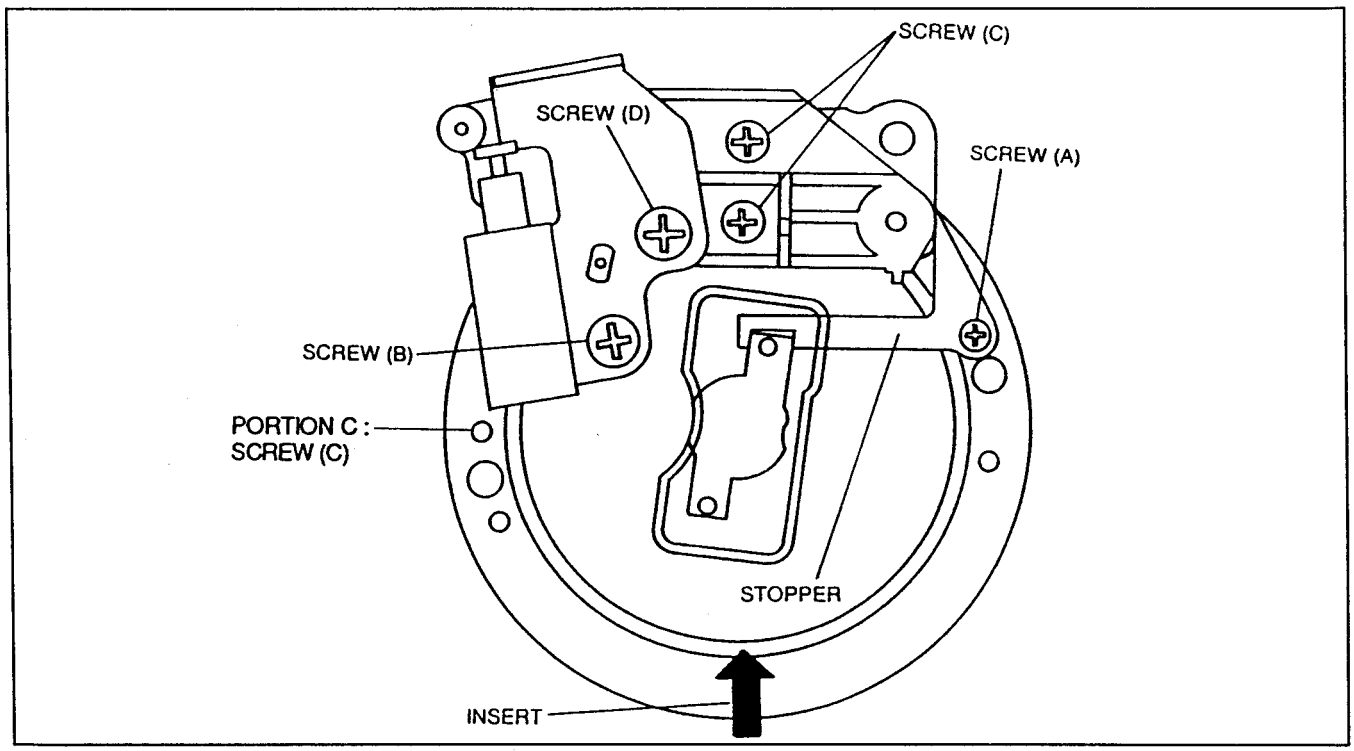

Figure 2
1. Grate the top portion (3mmø) of Fine Adjustment Screwdriver (VFK0446) from 3mm to 2mm. (refer to Figure 2).
1. Confirm whether a hole is made to the potion (C) on the Upper Drum.
a. If there is a hole at the (C) portion, install as shown below; (refer to Figure 2)
1) Unscrew the screw (A) to remove the stopper.
2) Install the base to the Upper Drum following the arrow in Figure 2.
3) Tighten the screw (A) and (C).
b. If there is no hole at the (C) portion, install as shown below (refer to Figure 2).
2) Unscrew the screw (A) to remove the stopper (refer to Figure 2).
3) Unscrew the screw (B)
4) Install the base with the attachment angle to the drum. Follow the arrow in Figure 2.
5) Tighten the screw (A) and screw (B).